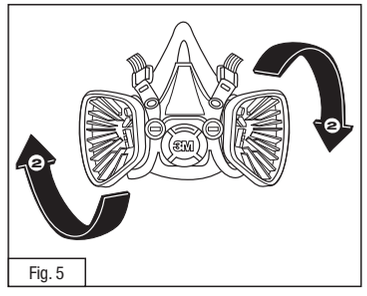

Fig. 5
2. Faire tourner l'adaptateur de un quart de tour dans le sens des aiguilles d'une montre jusqu'à ce qu'il s'arrête. Pour retirer l'adaptateur, le tourner de un quart de tour dans le sens contraire des aiguilles d'une montre (Fig. 5).
2. Gire el adaptador 1/4 de vuelta en sentido de las manecillas del reloj hasta que se detenga. Para quitar el adaptador, gire en sentido contrario a las manecillas del reloj, un cuarto de vuelta (Fig. 5).